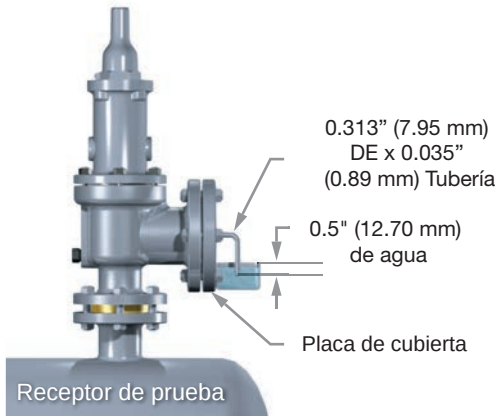

Figura 40: Disposición de prueba típica
Información general: Establezca una disposición de prueba típica para determinar la estanqueidad de los asientos para las SRV en servicio de aire o gas (de acuerdo con ANSI B147.1/ API RP 527) (vea la Figura 40).
1. Con la válvula montada verticalmente (ver Figura 40), determine la tasa de fuga, en burbujas por minuto, con la presión en la entrada de SRV mantenida al 90 % de la presión de ajuste inmediatamente después del estallido. Para válvulas ajustadas a 50 psig (3.45 barg) o menos, mantenga la presión a 5 psig (0.34 barg) por debajo del punto de ajuste. La presión de prueba se aplicará durante un mínimo de 1 minuto para válvulas en tamaños de entrada hasta de 2" (50.8 mm); 2 minutos para tamaños 2.5" (63.5 mm), 3" (76.2 mm) y 4" (101.6 mm), y 5 minutos para los tamaños de 6" (152.4 mm), 8" (203.2 mm), 10" (254 mm) y 12" (304.8 mm). En el caso de las válvulas de metal a metal destinadas al servicio gaseoso, la tasa de fuga no superará el máximo de burbujas por minuto (véase el cuadro 19). Cuando se utilice vapor saturado como medio de prueba, la presión de prueba se mantendrá durante al menos 3 minutos.